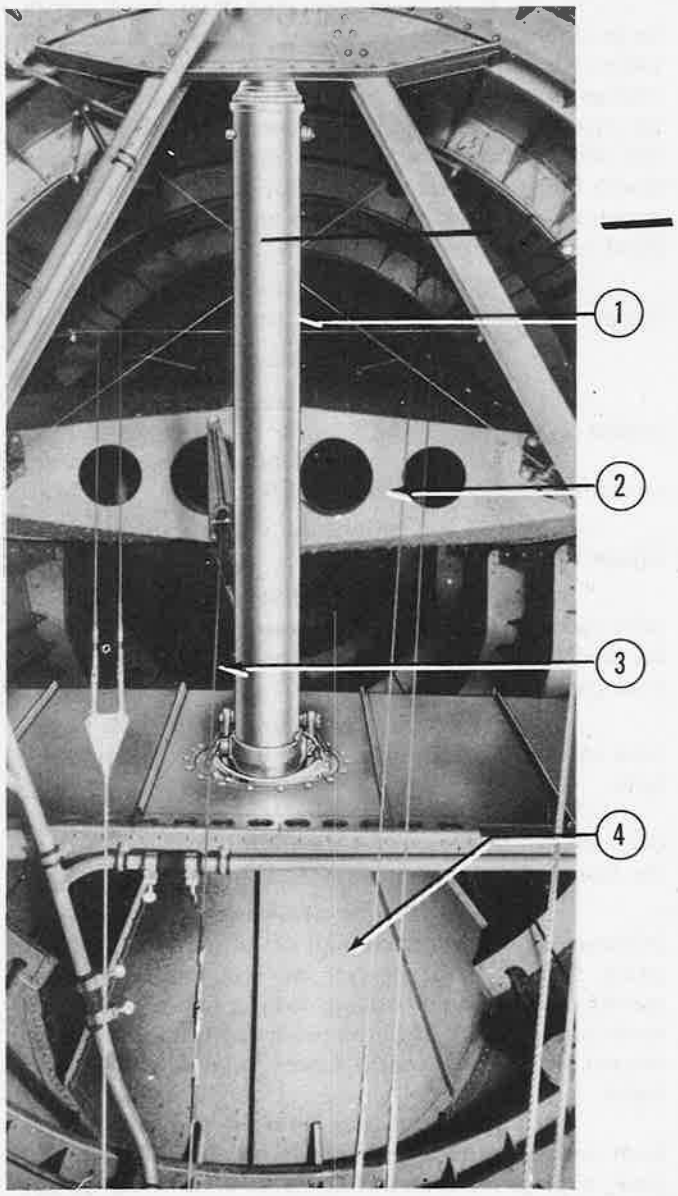

Figure 183—Looking Aft at Tail Wheel Gear Installation
(b) SPINDLE.—The spindle is constructed of steel tubing and is attached to the fuselage at two places. The upper end of the spindle is attached to a ball end and cap. The spindle is bolted to the fuselage near the midpoint of the spindle and turns in a ball-bearing fitting. The lower end of the spindle is bolted to the tail wheel fork and the shock absorber strut. (See figure 183.)
1. Raise the tail of the airplane as instructed in section III, paragraph 2.*b*.(2) until the tail wheel is approximately four feet off the ground.
2. Disconnect the tail wheel lock cable and spring from within the fuselage aft of the lavatory compartment (figure 183).